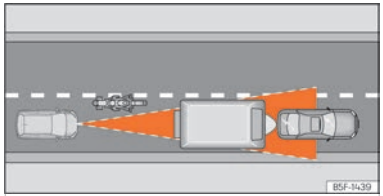

Fig. 109 Motociclista que circula per davant fora del radi d'acció del sensor de radar.
- Vehicles que circulin desalineats o fora de la zona de detecció del sensor, per exemple, motocicletes ››› fig. 109.